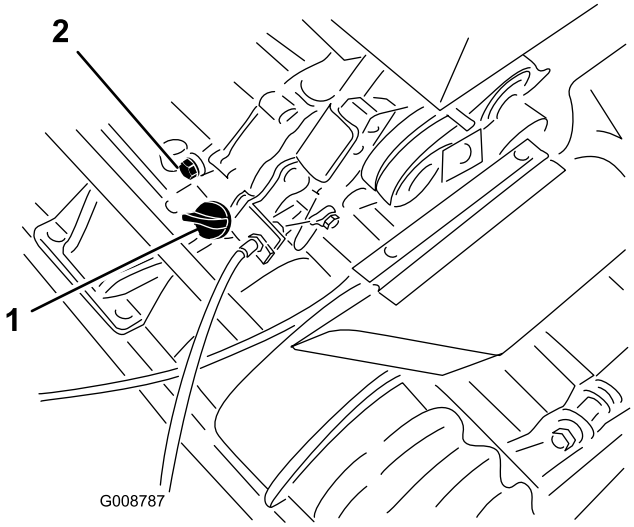

Figur 26
1. Placera klipparen så att motorn står plant och gör rent runt oljestickan (Figur 26).
2. Ställ en avtappningsskål under avtappningspluggen baktill på maskinen (Figur 26).